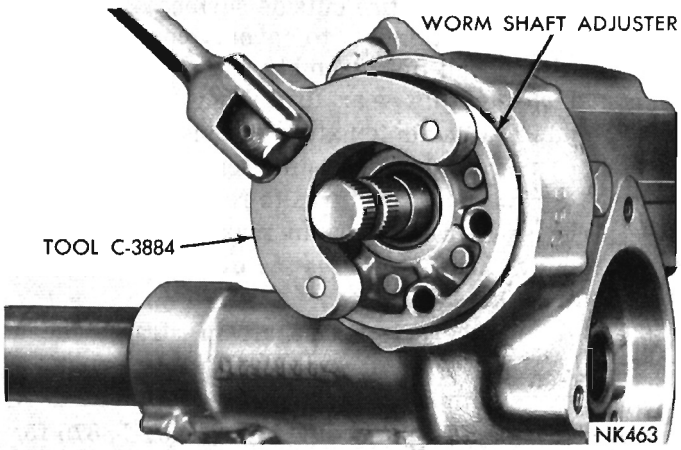

Fig. 5—Removing Worm Shaft Adjuster (Fury and V.I.P. Shown)
(5) Remove lock nut from cross shaft adjusting screw and remove screw from cover by turning screw clockwise.
(6) Slide adjustment screw and shim out of slot in end of cross shaft.
(7) Loosen wormshaft bearing adjuster lock nut with a soft drift and remove lock nut. Hold wormshaft from turning while unscrewing adjuster, using tool wrench from Tool Set C-3884 (Fig. 5).
(8) Slide wormshaft adjuster off shaft.